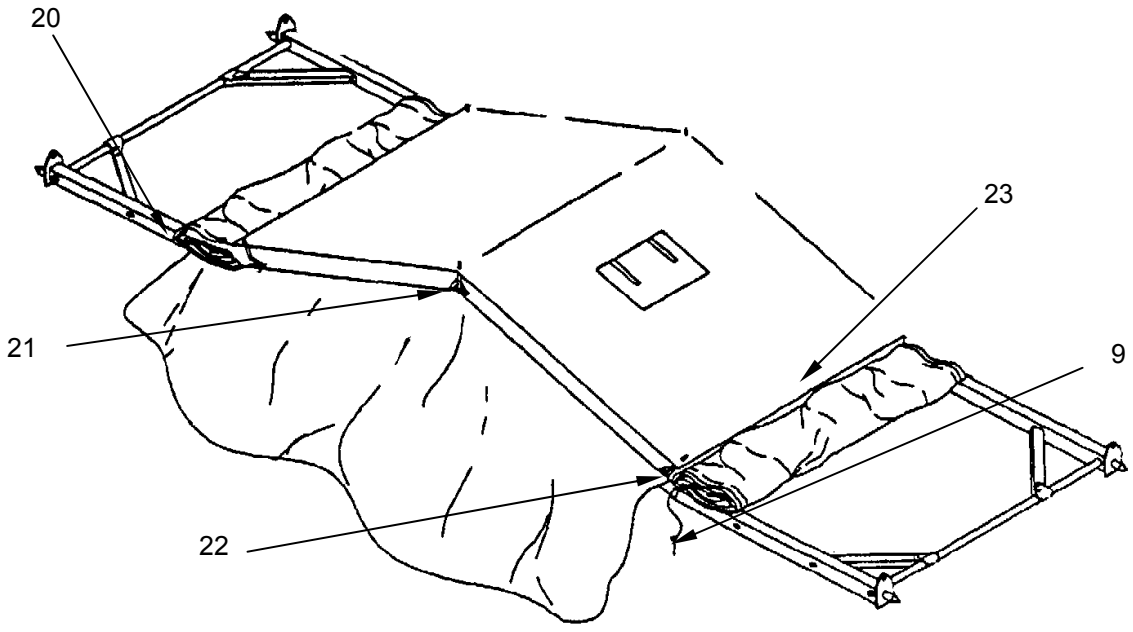

Figure 6. Removing the Fabric.
1. Disconnect hitch clip pins **(Figure 6, Item 9)** from eave extenders **(Figure 6, Item 20)**.
2. Remove eave extenders **(Figure 6, Item 20)**.
4. Remove hitch clip pin from ridge extender **(Figure 6, Item 21)**.
5. Remove ridge extender **(Figure 6, Item 21)**.
6. Remove modified end section **(Figure 6, Item 22)** and regular end section on opposite side of frame.
7. Remove window section **(Figure 6, Item 23)** from frame.